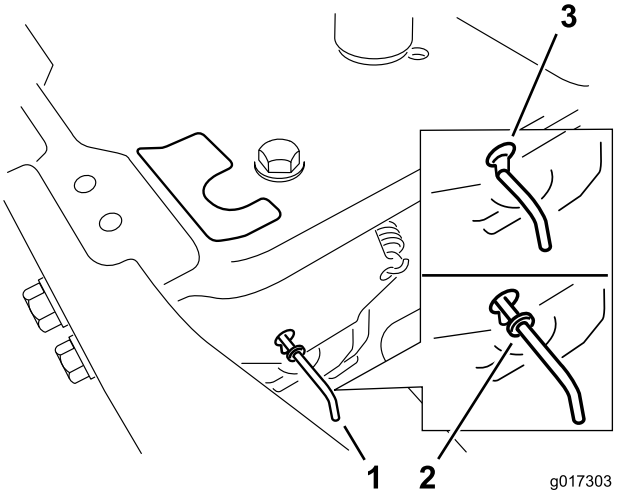

Figuur 27
4. Zet de omloophendels naar voren door het spiegat en dan naar beneden om ze vast te zetten zoals wordt getoond in Afbeelding 23 Figuur 27. Doe dit voor de beide hendels.
Zet de omloophendels naar achteren door het spiegat en dan naar beneden om ze vast te zetten zoals wordt getoond in Figuur 27. Doe dit voor de beide hendels.